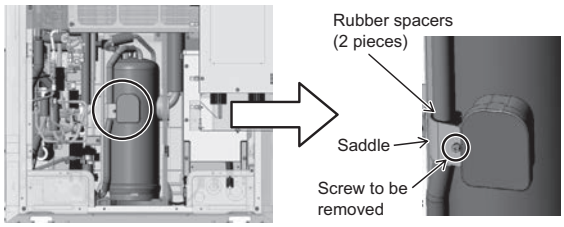

Figure 5
(5) Remove the saddle and the rubber spacers on the compressor by unscrewing the screw. (See Figure 5.)